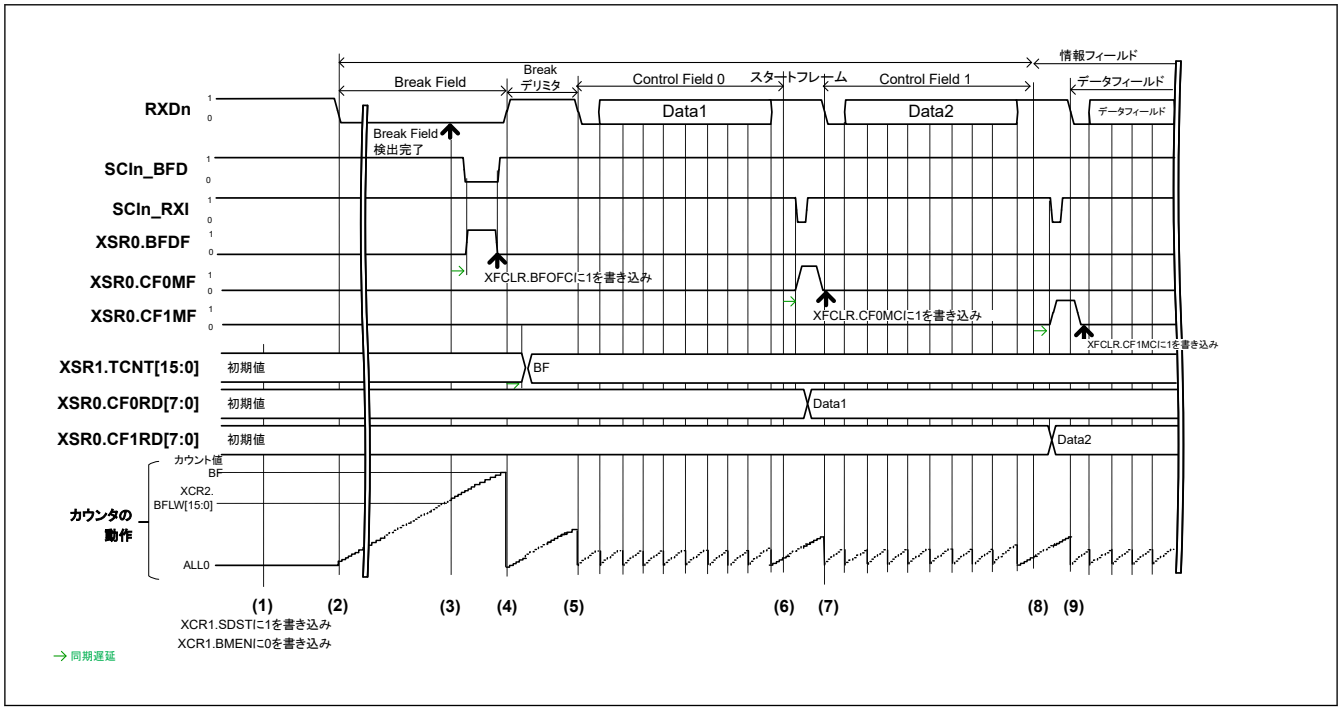
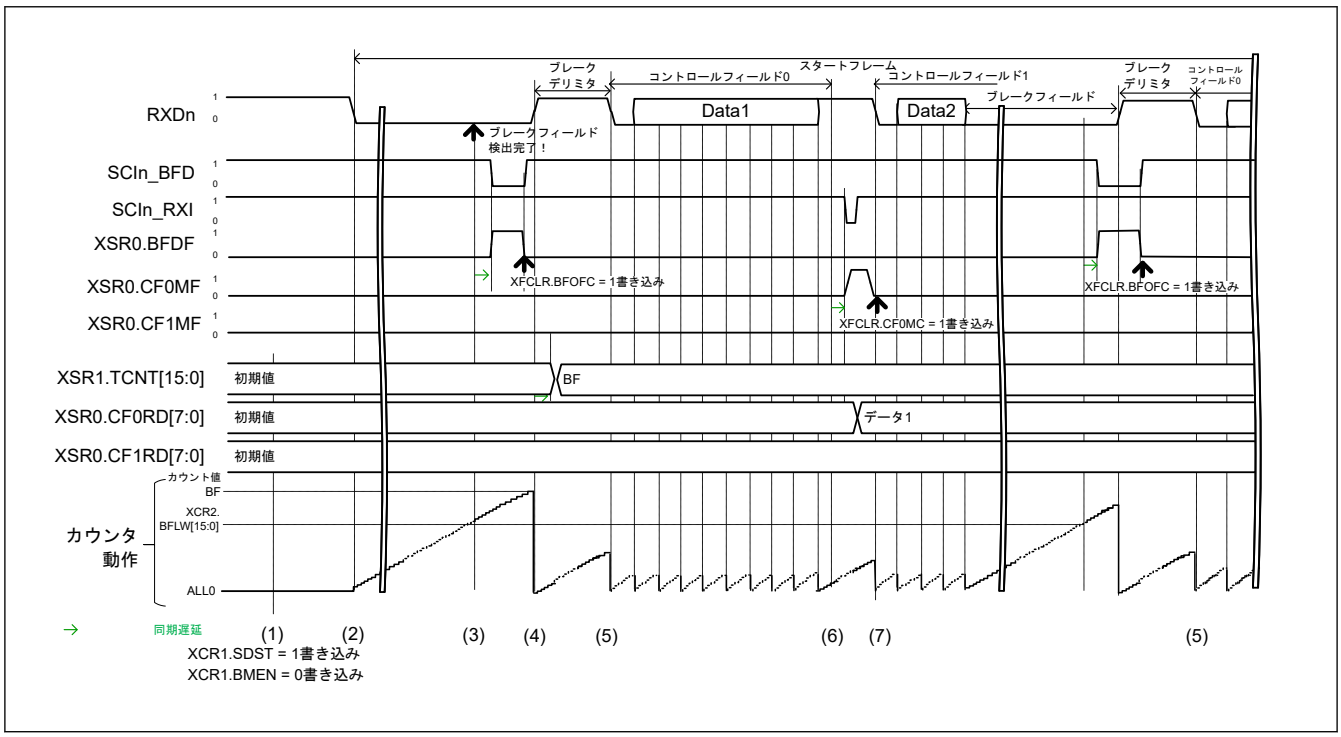
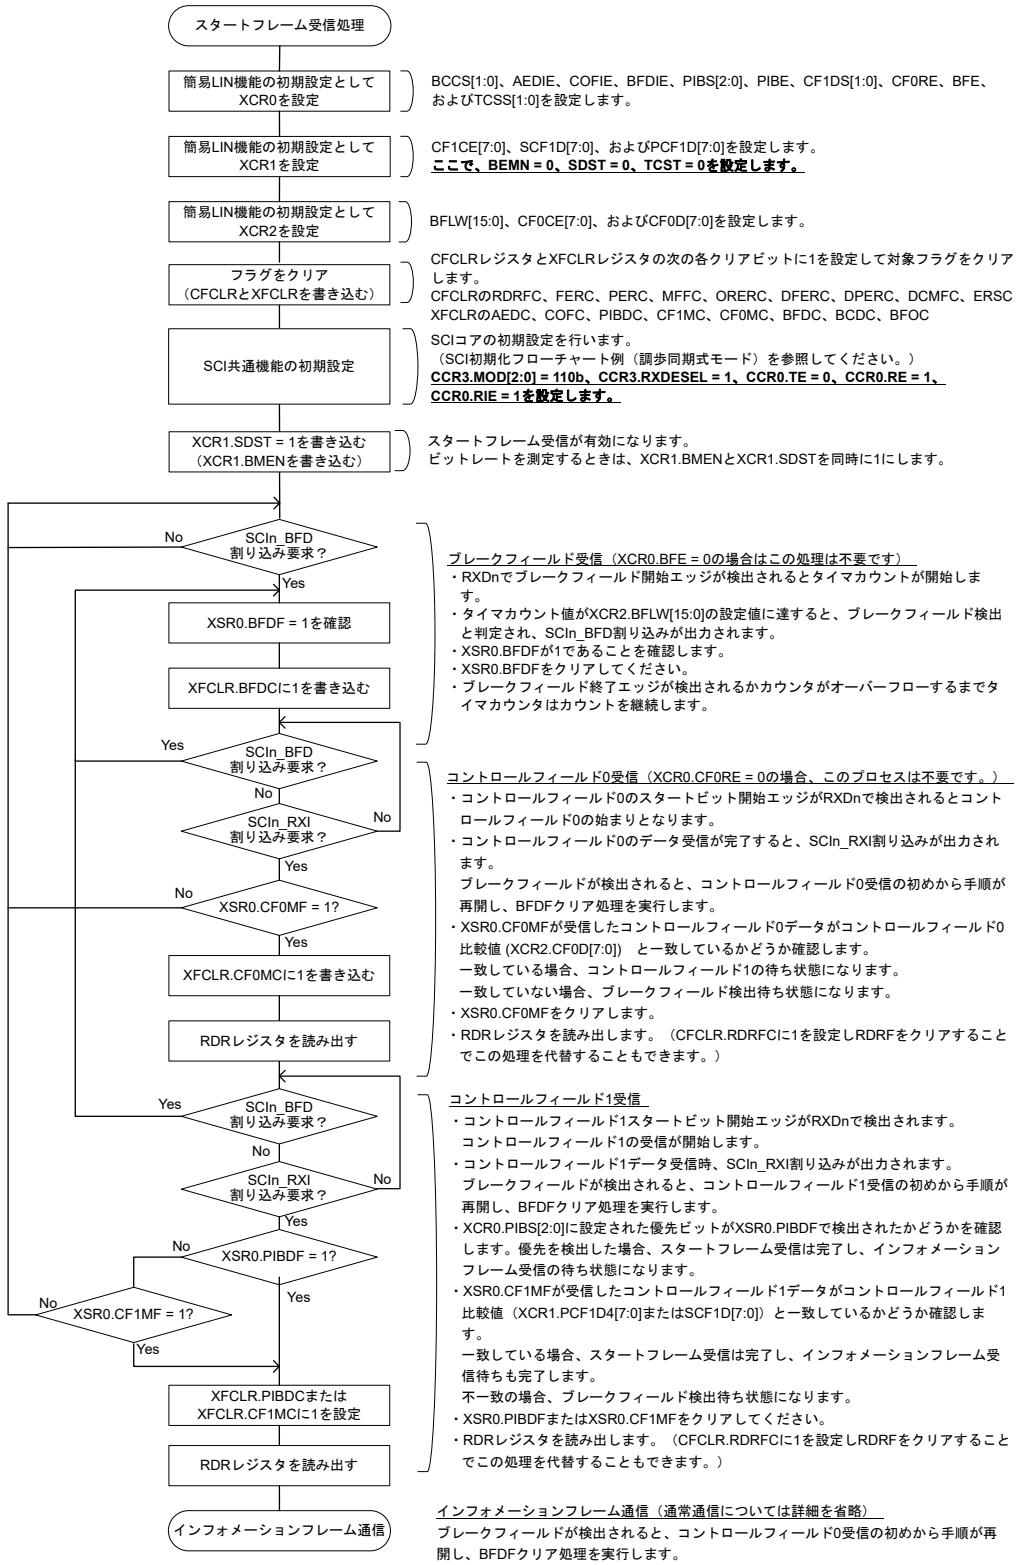
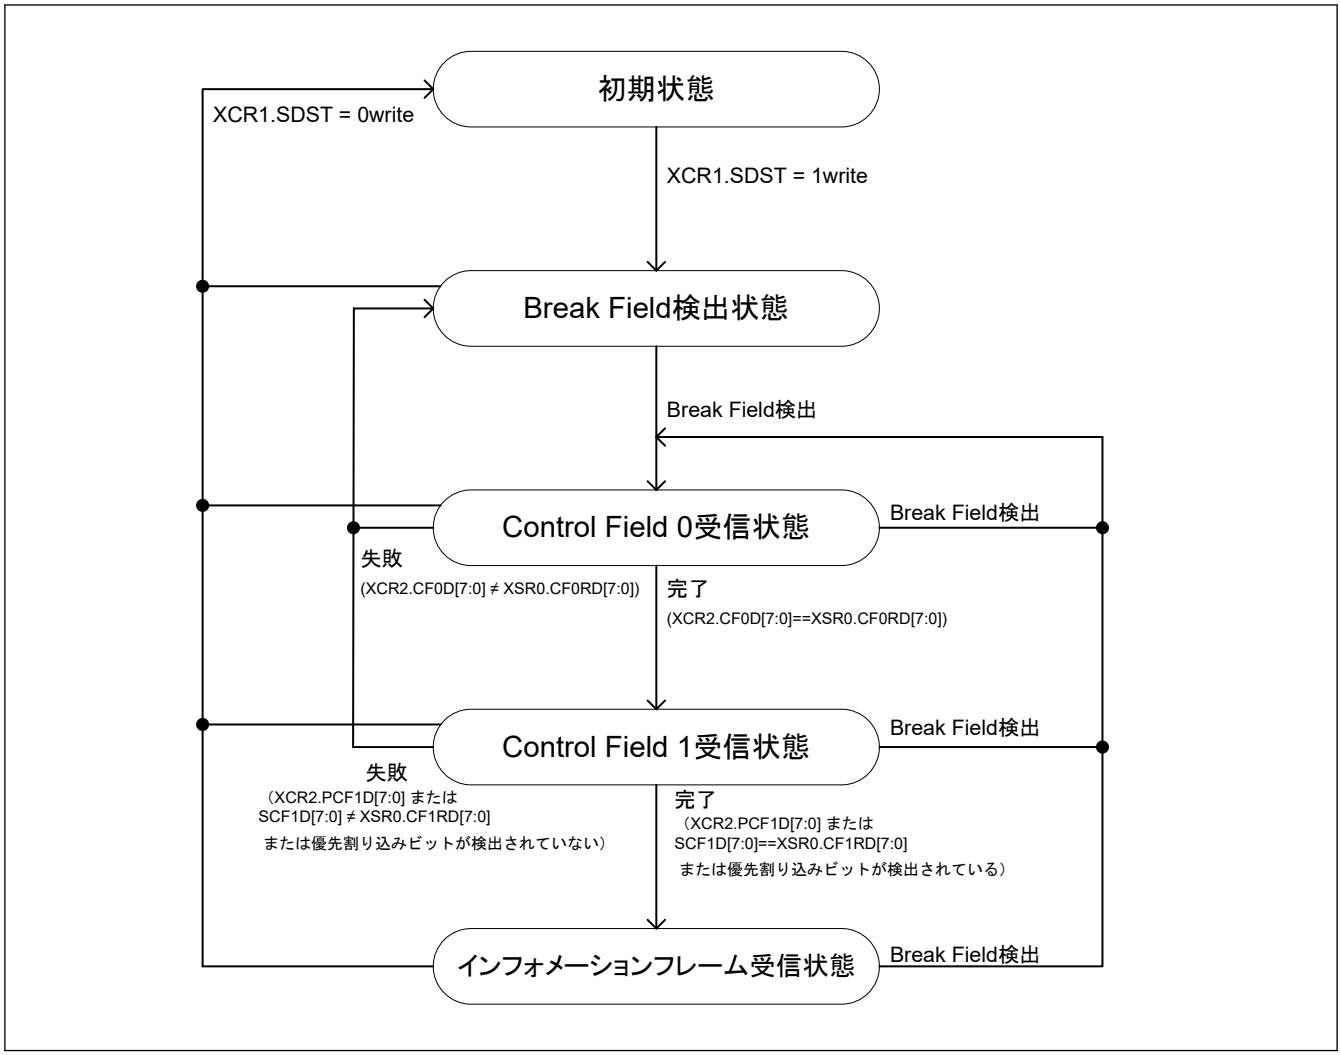

図 30.105　スタートフレームの通常受信例（PIB は未使用）
図 30.106　Control Field 1 の場合に Break Field を検出するスタートフレーム受信例（PIB は未使用）
図 30.107　スタートフレーム受信フローチャート例
図 30.108　スタートフレーム受信の状態遷移図
図 30.105 に、Break Field、Control Field 0、および Control Field 1 で構成されたスタートフレームの通常受信例を示します。図 30.106 に、Control Field 1 の場合に Break Field を検出する受信例を示します。図 30.107 にスタートフレームの受信フローチャートを、図 30.108 に状態遷移図を示します。
5. SCI コアが Control Field 0 の受信を開始します。簡易 LIN はエッジインターバルを継続してカウントするため、簡易 LIN は XCR2.BFLW[15:0] に設定されている期間以上の Low を Break Field の検出として判断します。Break Field が Control Field 0 フェーズで検出されると、SCI コアは Control Field 0 を再度受信するまで待機します(図 30.106)。
(1)～(7) は、図 30.105 のスタートフレーム受信例の (1)～(7) と同じです。
(8) XCR0.PIBS[2:0] ビットに指定されている値が、設定されている XCR1.PCF1D[7:0] 値と一致する場合、XSR0.PIBDF は 1 になり、SCI がインフォメーションフレームの通信を実行します。もし設定されている XCR1.PCF1D[7:0] 値とも設定されている XCR1.SCF1D[7:0]値 とも受信の Control Field 1 データが一致せず、かつ優先割り込みビットが検出されない場合、SCI は Break Field 検出前の状態に遷移します。
(9) SCI がインフォメーションフレームの通信を行います。